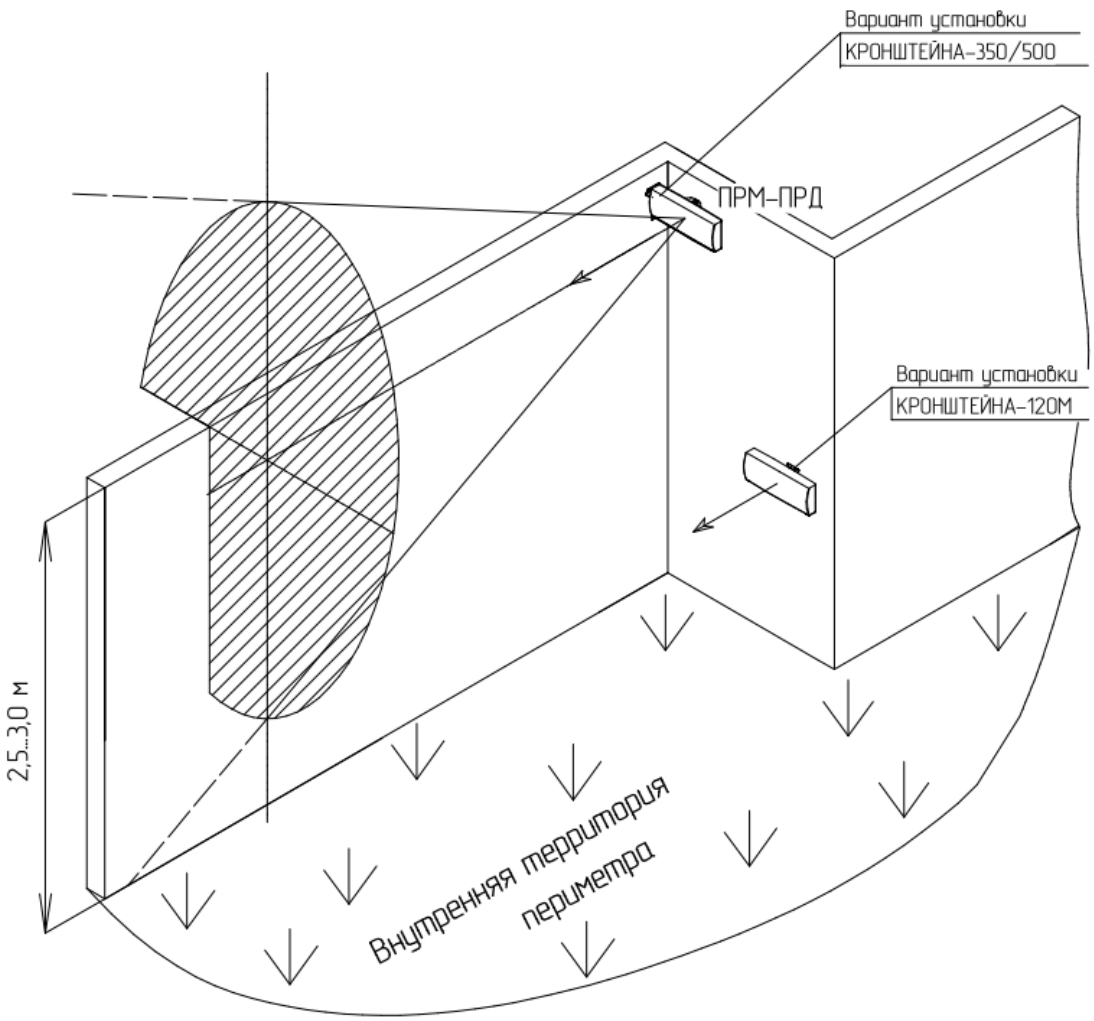

Рисунок 2.4 - Примеры установки извещателя «ЗЕБРА-42(5,8)-Ш» с применением выносных Кронштейнов 500, 350, 120
- КРОНШТЕЙН-120М (вынос 120 мм) рекомендуется применять, если направление излучения блока перпендикулярно плоскости опорной поверхности, или находится в пределах угла (90° ± 40°) (см. рисунок 2.4).